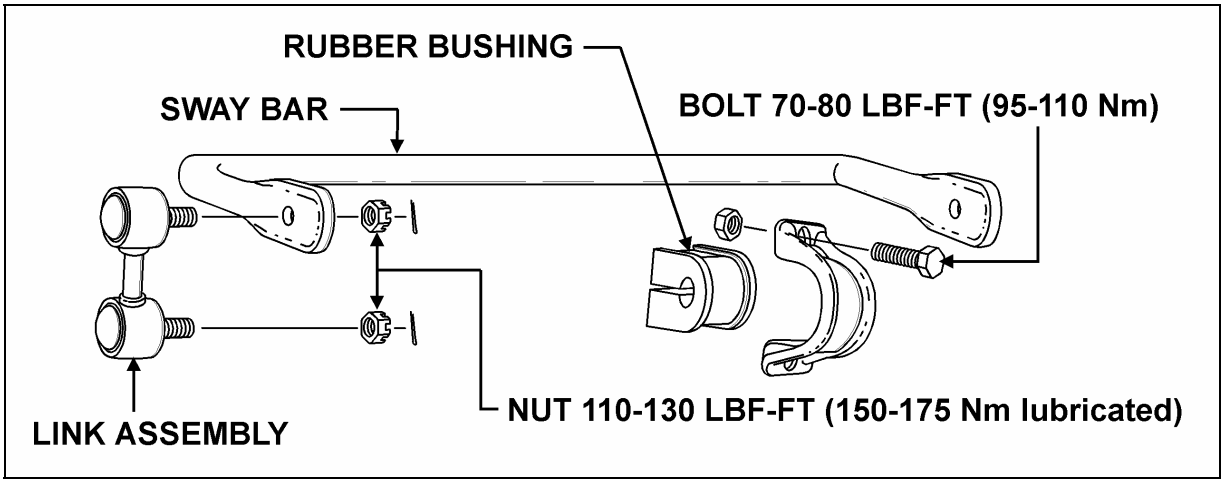

FIGURE 10: RIGID FRONT AXLE SWAY BAR 16099
A sway bar is provided on the front axle to increase vehicle stability. It controls lateral motion (swaying movement) of the vehicle (Fig. 10). Vehicles equipped with an independent front suspension (IFS) are provided with two sway bars. Refer to supplement information on independent front suspension for more details.
2. Tighten the eight bushing collar nuts to 70 - 80 ft•lbf (95 - 110 N•m) (Fig. 10).
3. Install two sway bar link upper and lower nuts and tighten to 100 - 130 ft•lbf (150 - 175 N•m) (Fig. 10).